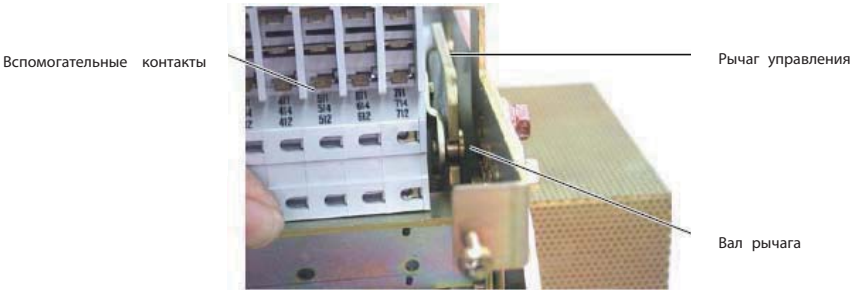

Рис. 64. Извлечение вспомогательных контактов
5) Когда рычаг управления находится в поднятом состоянии, приподнимите вспомогательные контакты, вытяните вал рычага из U-образного выреза, и извлеките вспомогательные контакты. См. рис. 64.